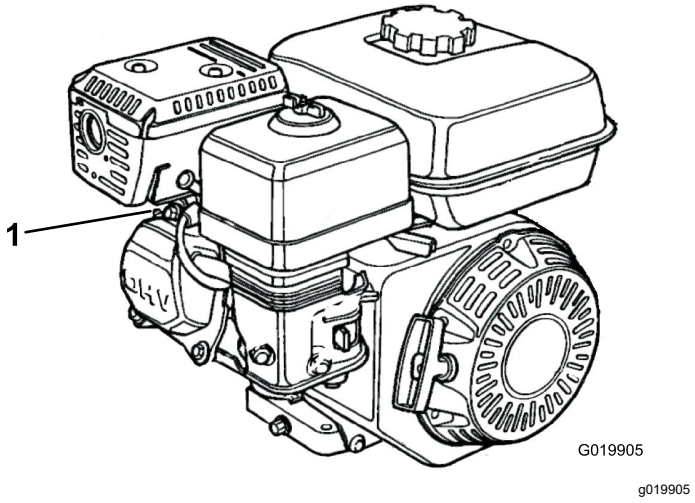

**Figur 32**
2. Lossa tändkabeln från tändstiftet (Figur 32).